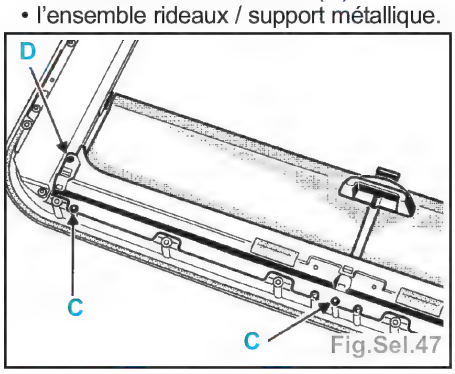

Fig.Sel.47
- Déposer (Fig.Sel.47) :
- les vis de fixation (C).
- les deux rivets de fixation (D).